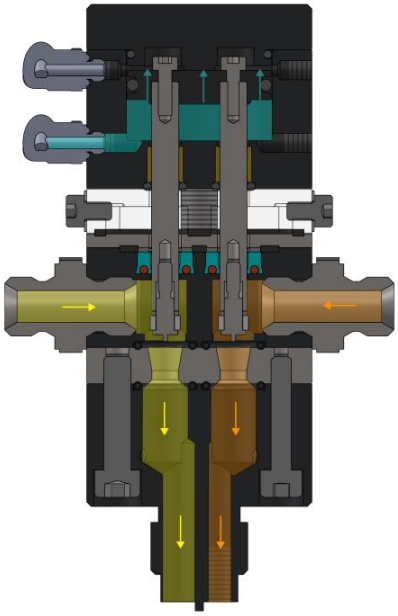

Abbildung 03 – Dosierphase
- Die Nadeln öffnen sich und die Fluide beginnen auszutreten (Abbildung 03);